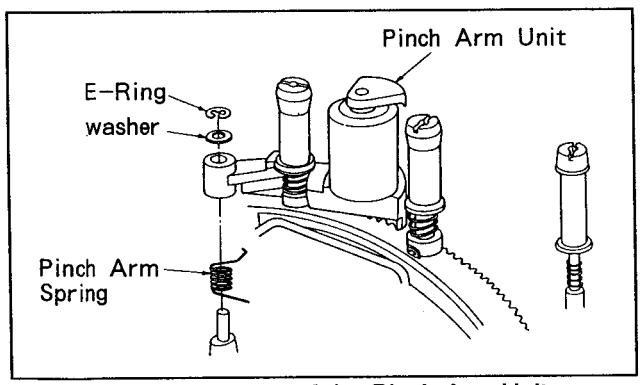

Fig. 6-7-2 Replacement of the Pinch Arm Unit
2. Remove the E-Ring and Washer and pull out the Pinch Arm Unit as shown in Figure 6-7-2.